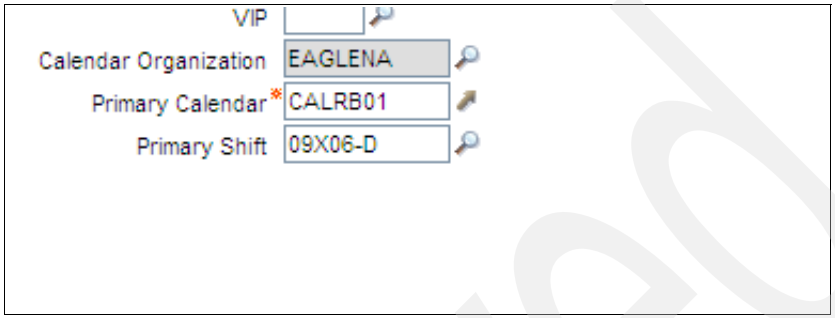

Figure 11-8 Person with 09X06-D shift applied
Now we are going to change the Person Shift, in this case the EMPLOYEE01 record and re-apply the SLA to check if the SLA will be recalculated. To do so, go to the **People (SP)** application, enter the EMPLOYEE01 record, change its shift to 09X06-D and save it. The record will look like Figure 11-8.